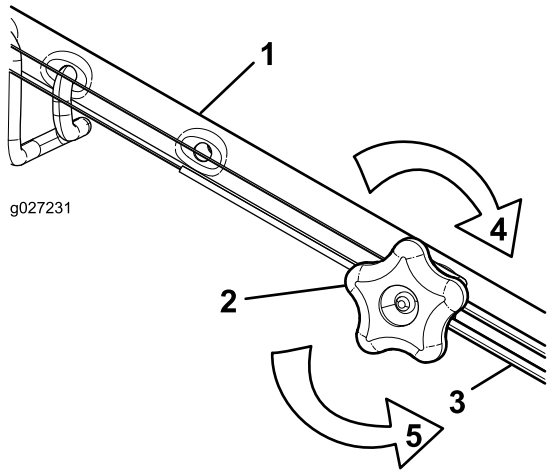

Rysunek 27
1. Obróć pokrętło regulacyjne w kierunku przeciwnym do ruchu wskazówek zegara, aby poluzować mocowanie linki (Rysunek 27).
2. Wyreguluj naprężenie linki (Rysunek 27) pociągając ją do tyłu lub popychając do przodu i przytrzymując w tym położeniu.